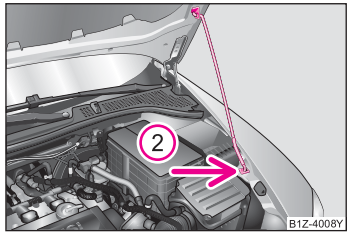

图 134 用支撑杆顶住发动机舱盖
– 从撑杆夹内取出支撑杆，顶入发动机舱左侧的孔内 ⇒ 第 129 页，图 134。